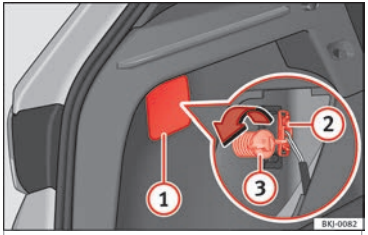
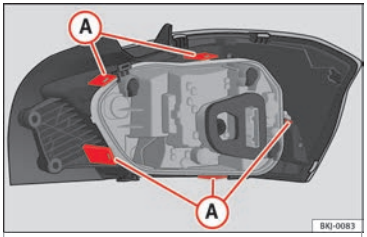

Fig. 118 Maletero: acceso al tornillo de fijación de la unidad de luz trasera.
Fig. 119 Lengüetas de fijación en la parte posterior de la unidad de luz trasera.
3. Retire la tapa haciendo palanca con el lado plano de un destornillador en el rebaje ››› fig. 118 (1) .
4. Extraiga el conector de la lámpara (2).
5. Desenrosque con la mano o con ayuda de un destornillador el tornillo de fijación del piloto (3).
7. Desmonte el portalámparas desbloqueando las lengüetas de fijación ››› fig. 119 (A) .